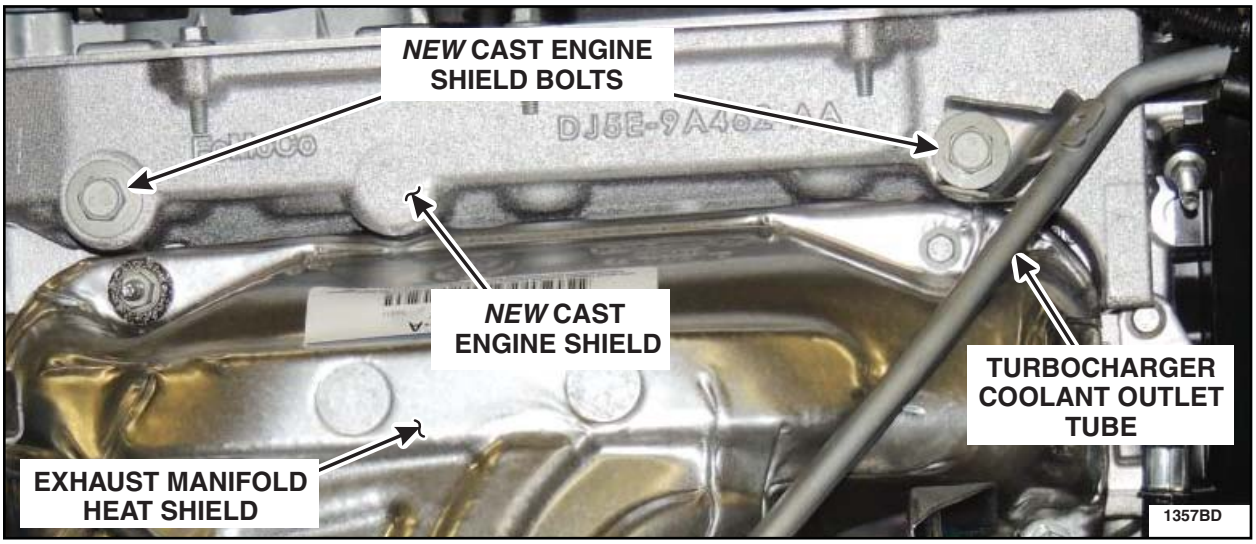

FIGURE C14
18. Loosely install the remaining *new* cast engine shield bolt. This bolt also will retain the turbocharger coolant outlet tube bracket. See Figure C14.
20. Tighten both *new* cast engine shield bolts to 28 Nm (21 lb-ft). See Figure C14.